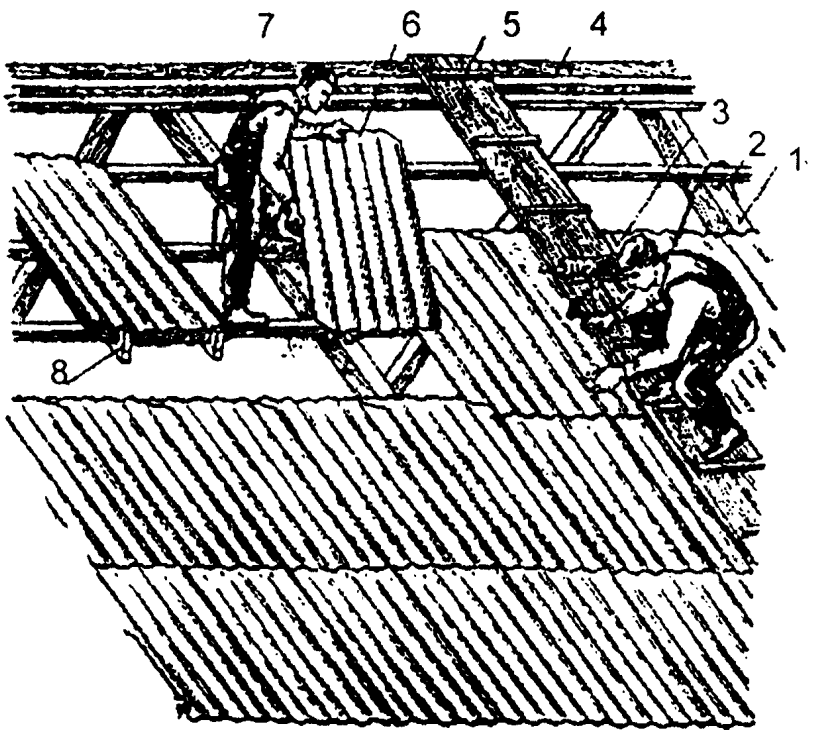

Рисунок 13.
2.21. Работы выполняет звено из двух кровельщиков в составе кровельщика 3 разряда -1, 2 разряда – 1. Схема организации рабочего места кровельщиков приведена на рис. 13.